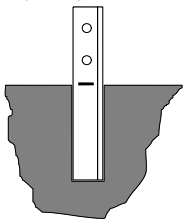
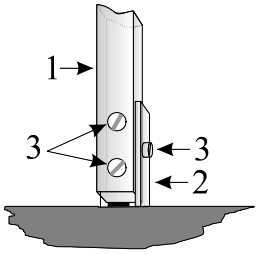

Рис. 10.11
Рис. 10.12
10.2.1 Выполнить работы аналогичные изложенным в п.п. 10.1.1 и 10.1.2. Произвести разметку рубежа с интервалом ~4…5 метров, в местах разметки выкопать углубления размером 300×300×600. Установить в углубления пасынки (из КМЧ4) под углом 90° к поверхности земли, оставляя на поверхности видимую часть пасынка высотой ~0,3 или 0,5 м по разделительной метке, и залить углубление бетоном или раствором в соответствии с рис.10.11. После затвердевания раствора прикрепить стойки 1 к пасынкам 2 с помощью винтов (болтов) 3 в соответствии с рис. 10.12.